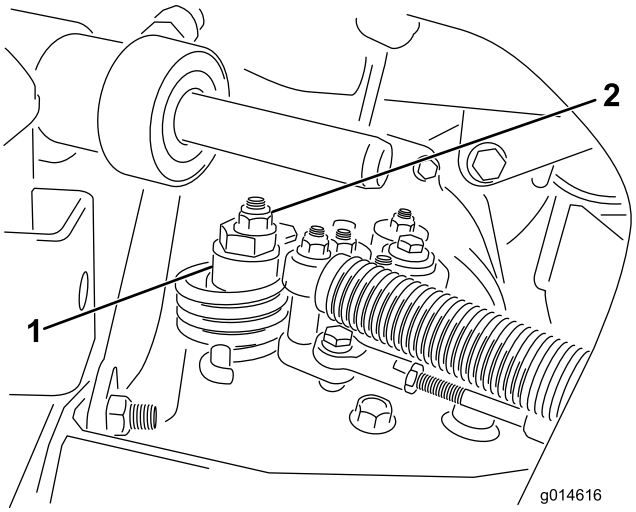

Figur 47
A. Løsne mutteren som fester eksenteren til toppen av hydrostaten (Figur 47).
C. Stram eksenteren til den ikke beveger seg i noen retning. Når hjulet ikke lenger roterer, må du stramme mutteren som låser eksenteren og justeringen (Figur 47). Kontroller justeringen med gassen i sakte- og hurtigstillingene.